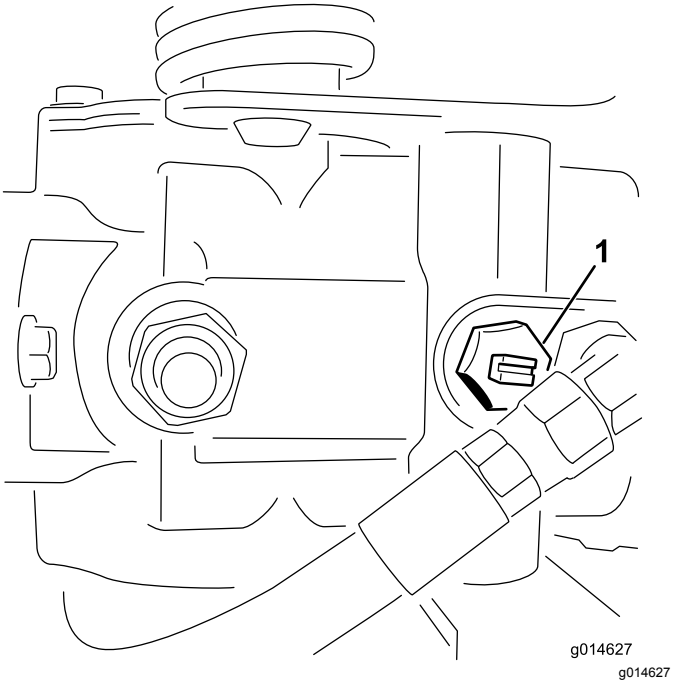

Figuur 27
1. Ga naar de omloopklep op de pomp en draai deze zodat de sleuf verticaal staat (Figuur 27).
2. Voordat u de motor start, moet u de omloopklep sluiten door deze zo te draaien dat de sleuf horizontaal staat (Figuur 27).